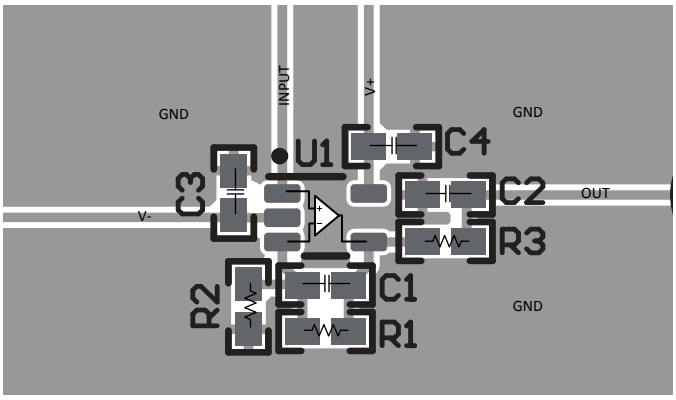

图 7-4. SC70 (DCK) 封装的布局示例
- 外部元件应尽量靠近器件放置。如图 7-4 所示，使 RF 和 RG 靠近反相输入可更大限度减小寄生电容。